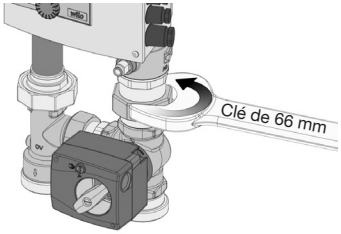
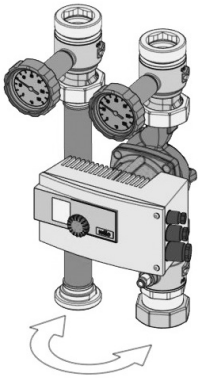

Fig. 7
Fig. 8
2. « Regumat M3-180 plus »: Desserrer les écrous d'accouplement de la vanne mélangeuse à trois voies à l'aide d'une clé plate de 66 mm et démonter la vanne. Échanger la colonne avec le circulateur et la colonne avec l'entretoise à brides (fig. 7, fig. 8).
3. „Regumat S-180 plus“: Échanger la colonne avec le circulateur et la colonne avec le clapet ATS (fig. 8).